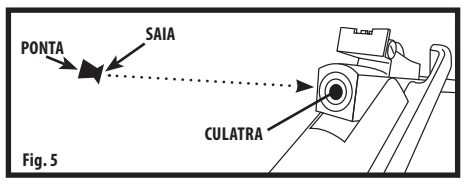

Fig. 5
1. Com o cano na posição aberta, depois de armada, coloque um chumbinho, com o nariz voltado para a frente, dentro da culatra (Fig. 5). A saia do chumbinho precisa estar nivelada com a base da culatra.